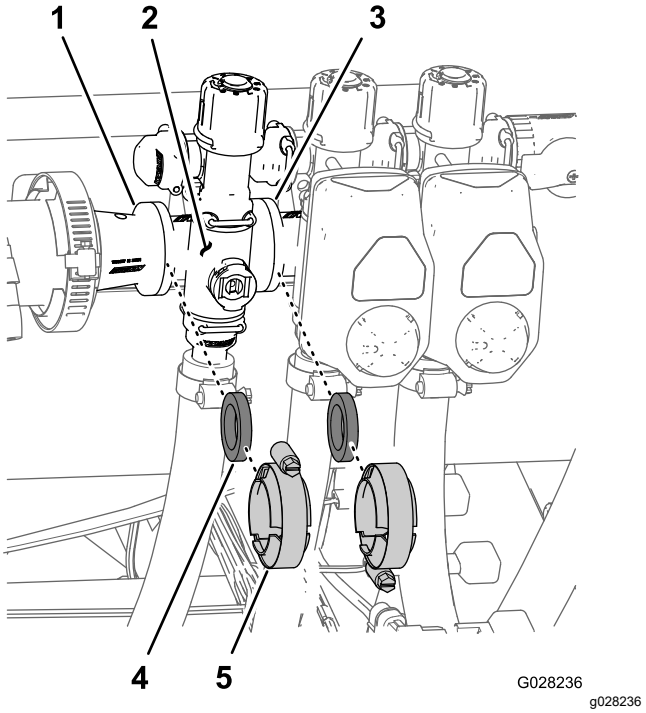

Figur 74
1. Ta bort klämmor och packningar som fäster sektionsventilens grenrör (Figur 74) på sektionsventilen intill (om det är vänster sektionsventil) och reducerkopplingen.